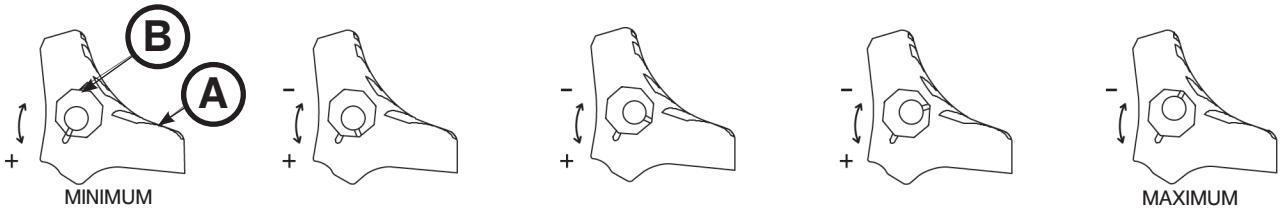

Afbeelding 70
1. Verwijder met de 5/32 inch inbussleutel en de 7/16 inch combinatiesleutel of dopsleutel de inbusbout uit het midden van het vergrendelingspedaal. Bij de montage van de wielvergrendeling is de vergrendelingskracht van het pedaal op het minimum ingesteld. Het merkteken op het pedaal (A) staat op één lijn met het merkteken op de achthoekige huls (B) (Afbeelding 70).
2. Verwijder de huls (B). Draai de huls linksom om de vergrendelingskracht te vergroten, en rechtsom om de vergrendelingskracht te verkleinen. Steek de huls in het pedaal (Afbeelding 70).